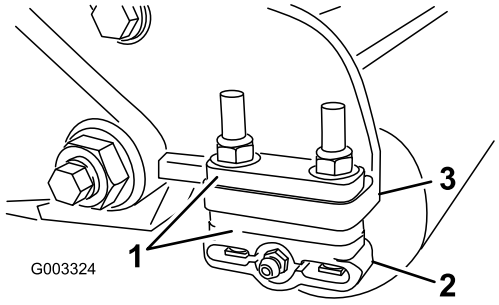

Bild 10
1. Legen Sie die benötigte Anzahl von Distanzstücken unter den Befestigungsflansch der Seitenplatte (Bild 10), um die Halterungen der hinteren Rolle (Bild 10) auf die gewünschte Schnitthöhe einzustellen, siehe Schnitthöhentabelle.